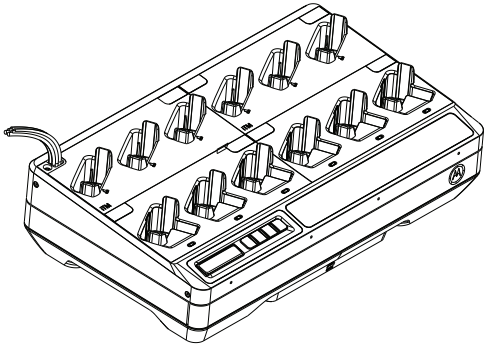

Figure 15 : Tous les câbles d'alimentation sortent de la partie supérieure gauche du chargeur.
6. Tous les câbles d'alimentation sortent de la partie supérieure gauche ou droite du chargeur (consultez la Figure 15).